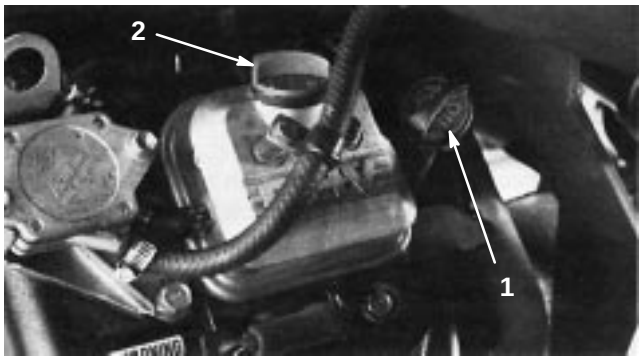

**Figure 14**
2. Unscrew the dipstick and wipe it with a clean rag. Screw the dipstick into the tube and make sure it is seated fully (Fig. 14). Unscrew the dipstick out of the tube and check the oil level. If the oil level is low, remove the filler cap from the valve cover and add enough oil to raise the level to the Full mark on the dipstick.